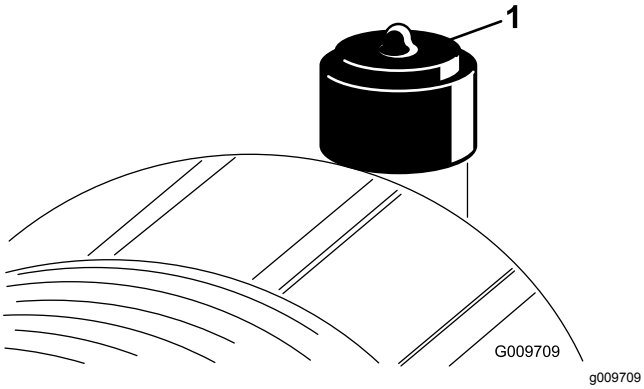

Figur 56
Overhal filteret på luftrenseren kun når indikatoren (Figur 56) tilsier det. Hvis du skifter filteret før det er nødvendig, øker det bare risikoen for at det kommer inn smuss i motoren når du fjerner filteret.
2. Tilbakestill indikatoren (Figur 56) hvis den viser rødt.